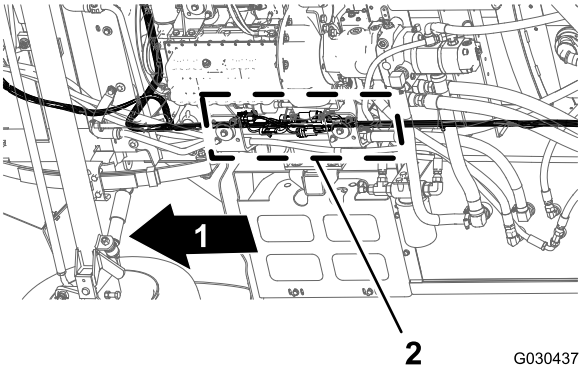

Figur 86
1. Fra undersiden av maskinen langs høyre rammerør, finn de elektriske koblingene for maskinens fremre og bakre ledningssats (Figur 86).